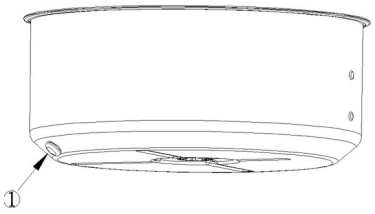
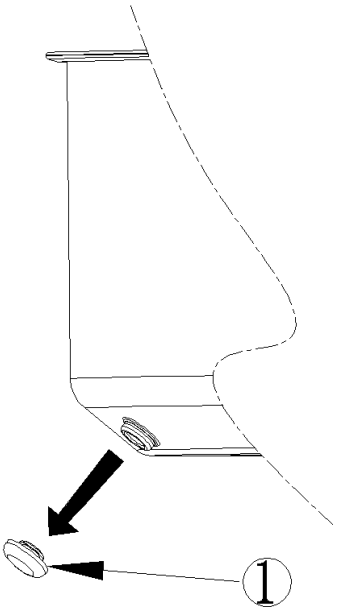
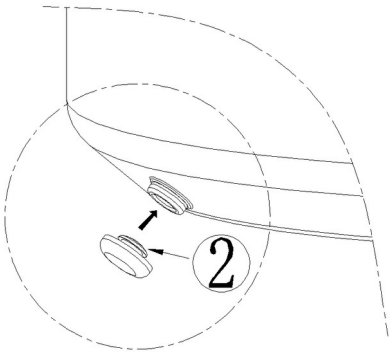

Figura 1
Figura 2
Figura 3
12. La figura 1 muestra el tapón de aceite (1), utilizado para sellar la salida. Para evacuar el exceso de grasa, retire el tapón como en la figura 2 y luego inicie la cocción. De este modo, el aceite y la grasa salen por los orificios laterales de la olla. Esta función solo puede utilizarse con el aparato inclinado. Para volver a colocar el tapón, alinee su extremo pequeño (2) con el orificio de la olla e introdúzcalo como en la figura 3.